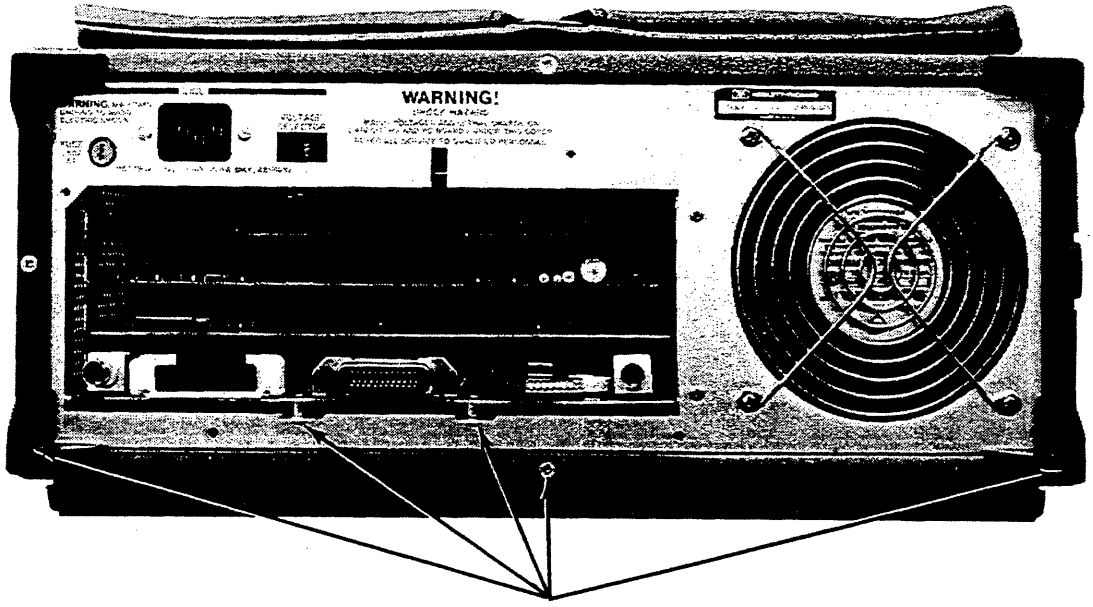

Figure 8-5.
b. Completely remove the two screws securing the CPU board to the rear panel. See figure 8-5.
c. Remove the two plastic standoffs and loosen the screw that secures the bottom cover. See figure 8-5.